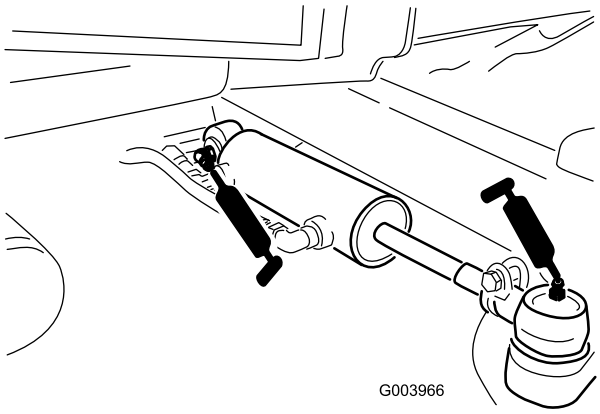

Figur 82
- Styresylinderens kuleledd (2) (Figur 82)